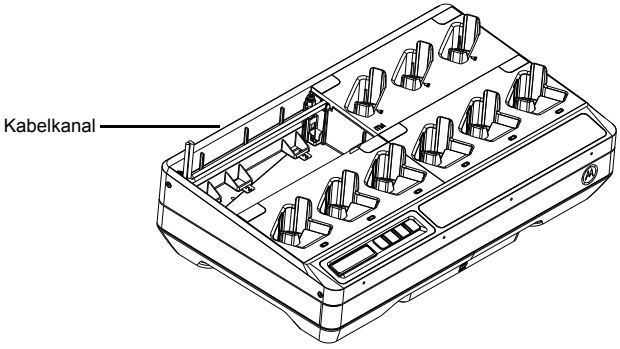

Abbildung 14: Kabelkanal für die Kabel
5. Die Kabel können jeweils von der rechten Schale zur linken oder umgekehrt durch einen Kabelkanal durchgeführt werden (siehe Abbildung 14).